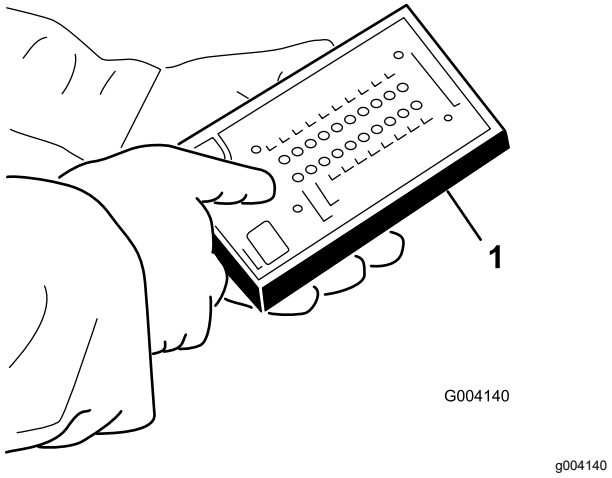

Figur 38
5. Slut ACE-fejlfindingsdisplayets stik til ledningsnettets stik (Figur 38).